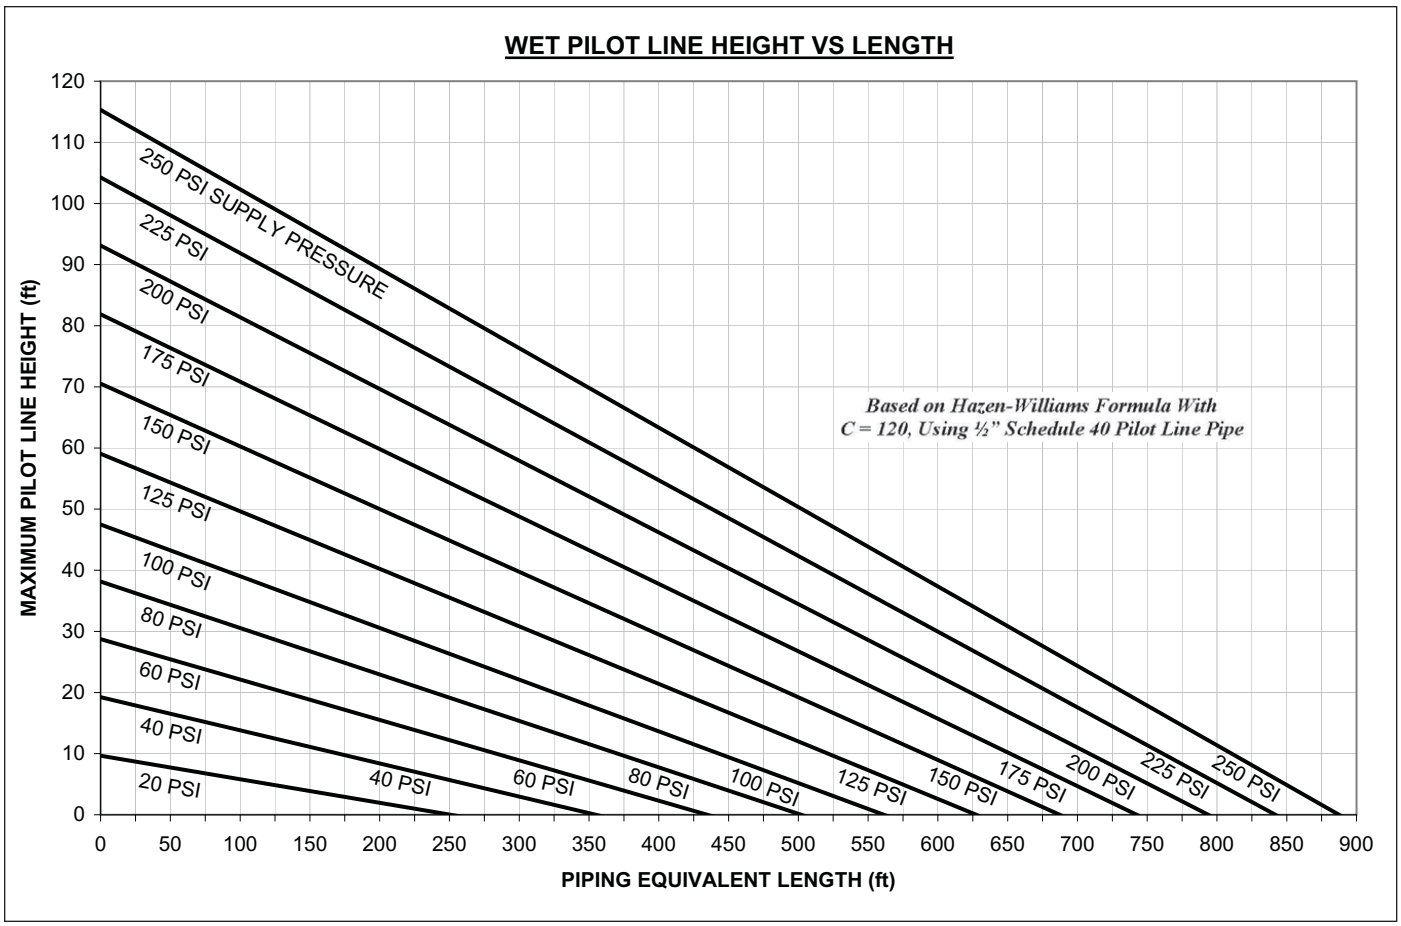

Fig. 2
d) Maximum wet pilot line length and height must comply with data provided in Fig. 2.